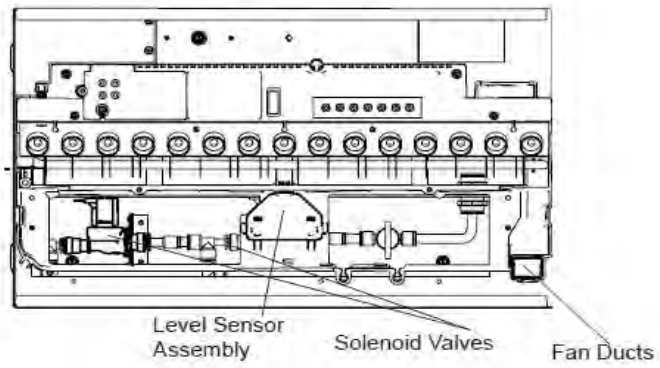

Figure 9
7. Locate the level sensor assembly. (Figure 9)
7. Locate the solenoid valve to be replaced. (Figure 9).